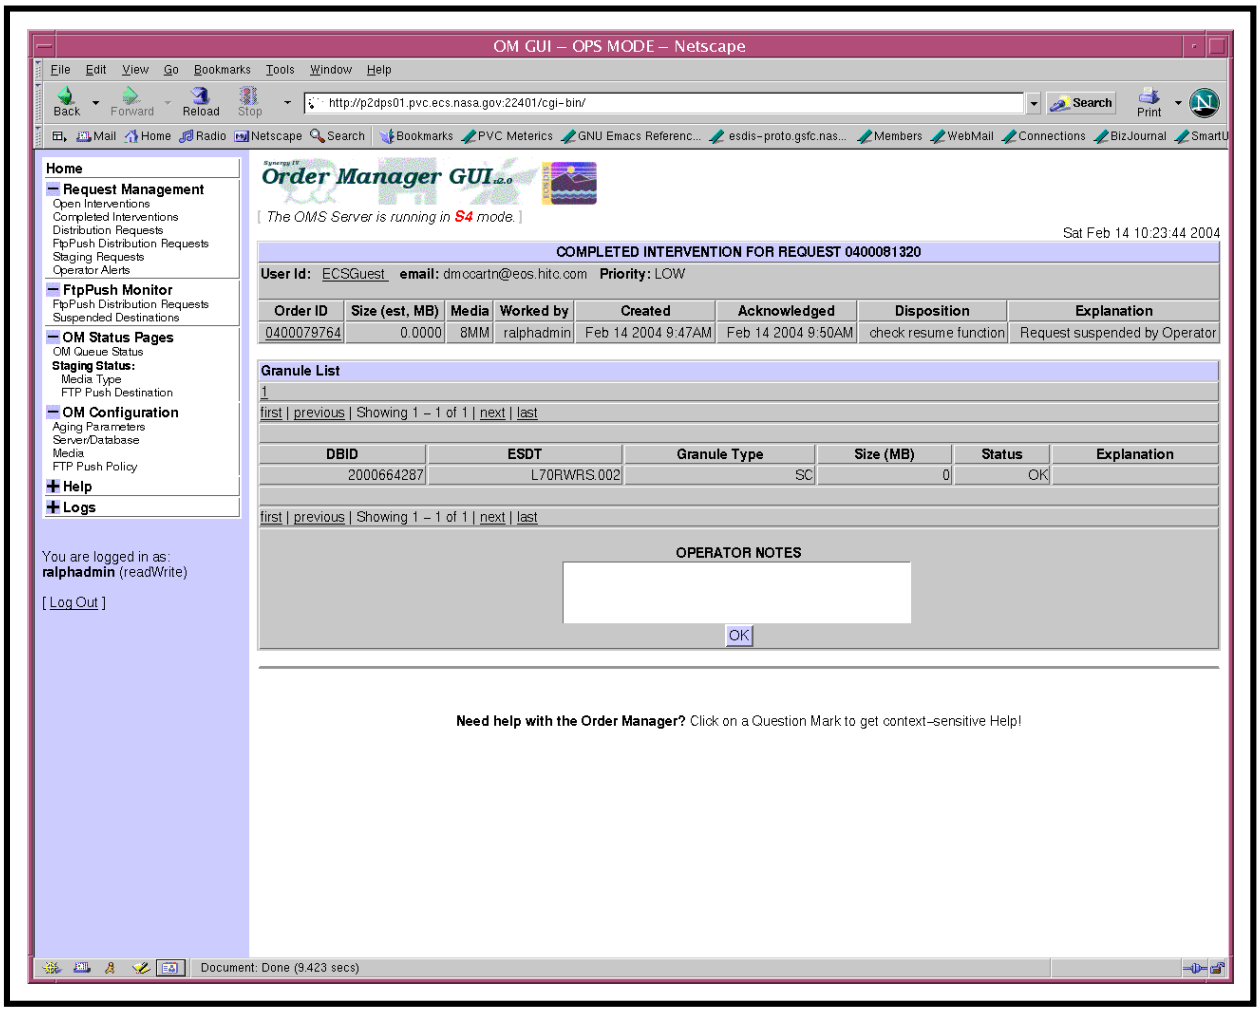

Figure 46. Completed Intervention Detail (Completed Intervention for Request X) Page
- For example, clicking on Request ID **0400011698** brings up a **Completed Intervention Detail** (i.e., **Completed Intervention for Request 0400011698**) page (Figure 46).